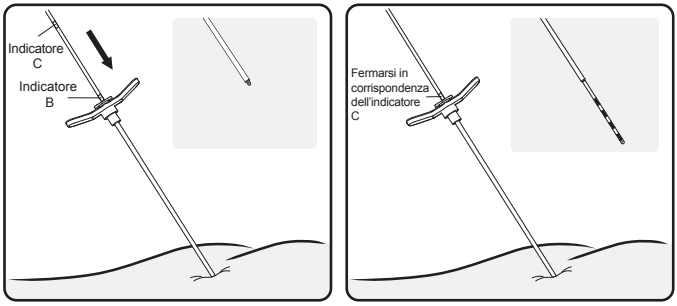

Figura 14. Inserire l'elettrocatetere nell'introduttore per esporre gli elettrodi.
9. Fare avanzare l'elettrocatetere nell'introduttore fino ad allineare l'indicatore visivo C con l'impugnatura dell'introduttore mentre l'introduttore viene mantenuto in posizione. Servirsi della fluoroscopia per confermare che l'estremità distale dell'introduttore sia prossimale agli elettrodi (**Figura 14**).